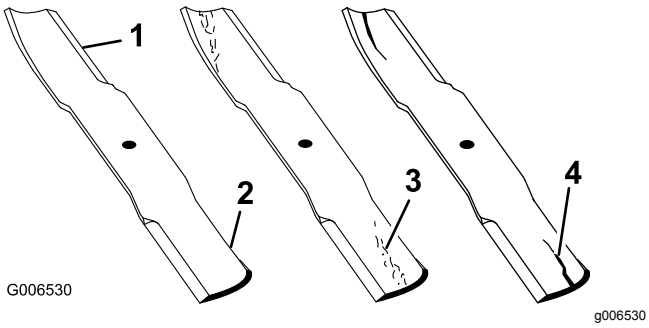

Figure 112
1. Examinez le tranchant des lames (Figure 112).
4. Remplacez immédiatement toute lame fendue, usée ou qui présente une entaille (Figure 112).